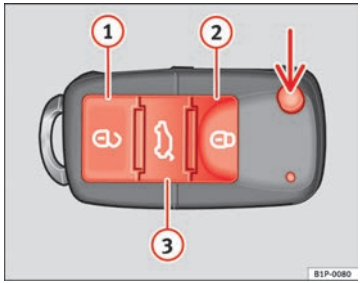

**Fig. 64 Assignment of buttons on the remote control key**
Using the button ⇒ Fig. 64 (arrow) on the control, the key blade is released.
Unlocking the vehicle 🔓 ⇒ Fig. 64 ①.
Locking the vehicle 🔒 ⇒ Fig. 64 ②.
Unlocking the rear lid. Press button ⇒ Fig. 64 ③ until all the turn signals on the vehicle flash briefly. When the unlocking button ③ is pressed, you have 2 minutes to open the door. Once this time has passed, it will lock again.
Also, the battery indicator on the key ⇒ Fig. 64, will flash.
When the button 🔓 ⇒ Fig. 64 ①, is pressed once, the driver door is unlocked, all others remain locked.
Press the button 🔓 ⇒ Fig. 64 ① twice to unlock all doors. ▶
– Press the 🔓 ⇒ Fig. 64 button on the remote control.